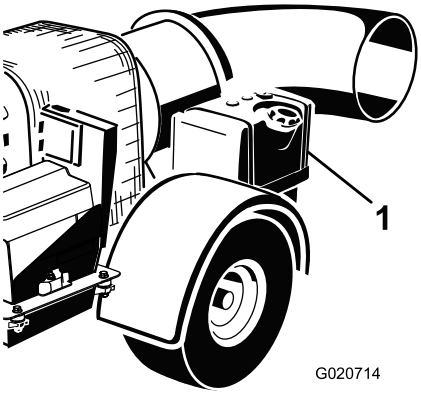

Figur 9
2. Rengør området omkring brændstoftankens dæksel, og fjern dækslet (Figur 9).